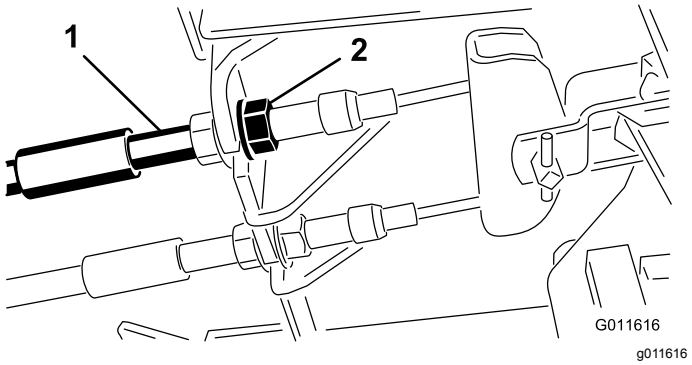

Figur 98
1. Hvis du vil redusere frigangen til bremsepedalene, strammer du bremsene ved å løsne den fremre mutteren på bremsekabelens gjengeende (Figur 98).